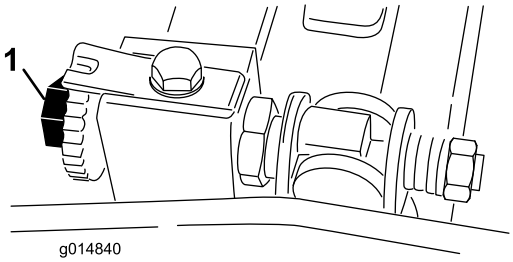
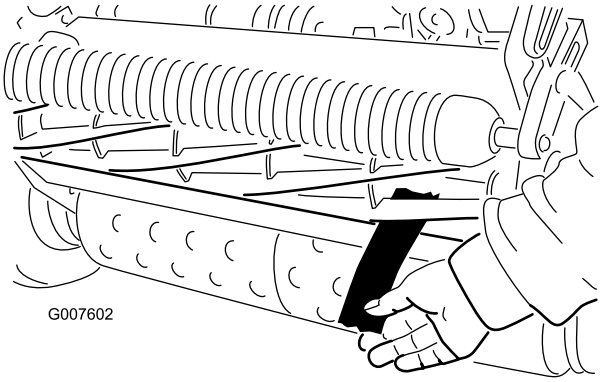

**Figur 49**
**Figur 50**
2. Se till att det inte finns någon kontakt med cylindern genom att vrida underknivsstångens justeringsskruvar motsols (Figur 49).
4. Sätt in en lång remsa tidningspapper i cylinderns ena ände på den framåtriktade sidan, mellan cylindern och underkniven (Figur 50). Vrid cylindern långsamt framåt samtidigt som du vrider underknivsstångens justerskruv medsols (i samma cylinderände), ett klick i taget tills det nyper åt lätt om papperet när det förs in framifrån, parallellt med underkniven. Detta ger ett lätt motstånd när du drar i papperet (Figur 49).
6. När inställningen är klar ska du kontrollera om cylindern kan nypa om ett papper när du sticker in papperet framifrån och klippa papper när papperet sticks in i rät vinkel mot underkniven (Figur 50). Det ska gå att klippa av papperet med minimal kontakt mellan underkniven och cylinderbladen. Om cylindern är för trög (mer än 0,79 Nm) kan du antingen slipa eller fräsa klippenheten för att få så vassa eggar som krävs för finklippning. Se *Toros bruksanvisning för vässning av cylindrar*.